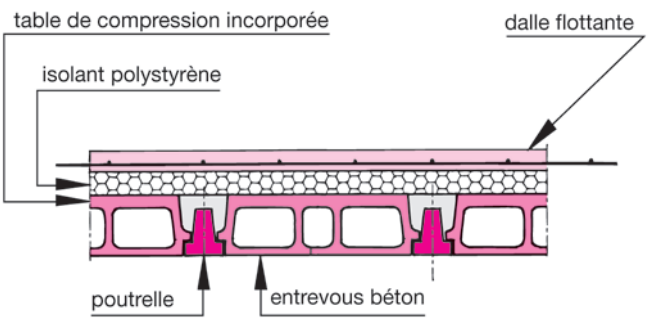

Fig. 36 : Utilisation d'entrevous en béton formant table de compression incorporée
- Entrevous en béton à paroi plus épaisse en partie supérieure pour constituer une table de compression incorporée (fig. 36).